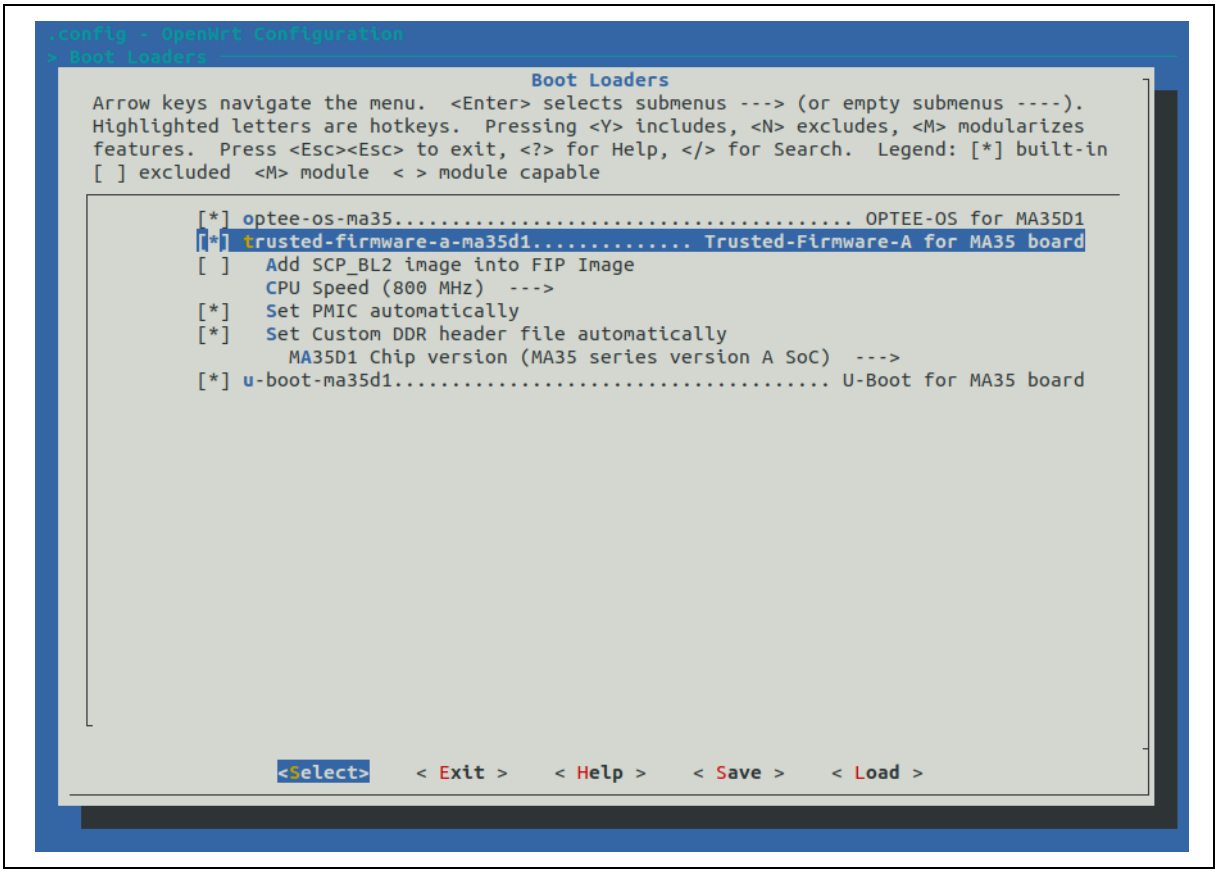

Figure 3-3 Boot Loaders Configurations for MA35D1
5. **Boot Loader Settings:** On the “Boot Loaders” page, the OP-TEE, TF-A, and U-Boot options should be enabled, as shown in Figure 3-3. Essential hardware initialization parameters—such as CPU speed, PMIC configuration, and DDR settings—are defined specifically within the TF-A options to ensure the system initializes and boots correctly.